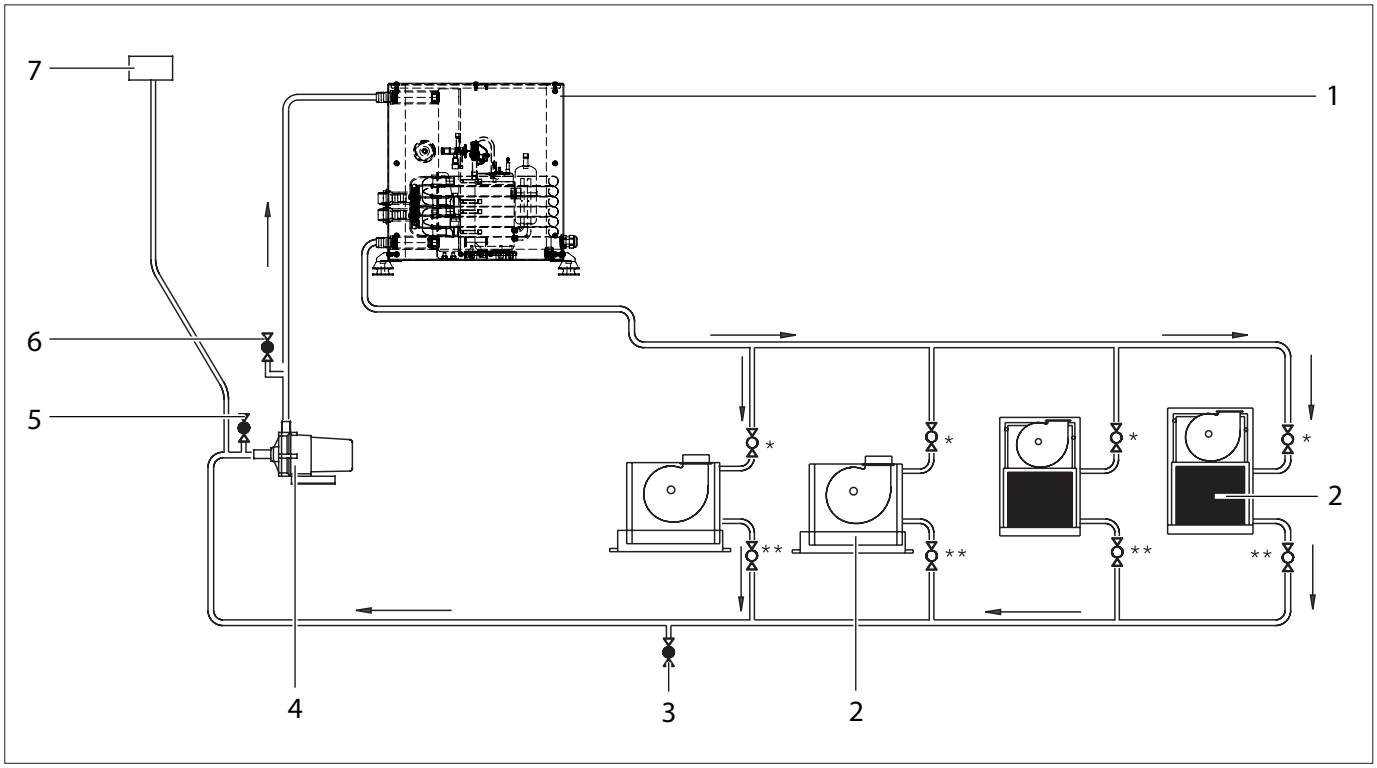

Afb. 9 Voorbeeld koudwatercircuit open systeem: 1 chillereenheid en 4 airhandlers
▶ Monteer de koudwaterleidingen conform Afb. 9 of Afb.23.